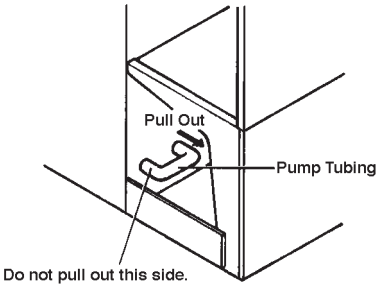

Fig. 3
4) Drain the water tank by removing one end of the pump tubing. See Fig. 3.